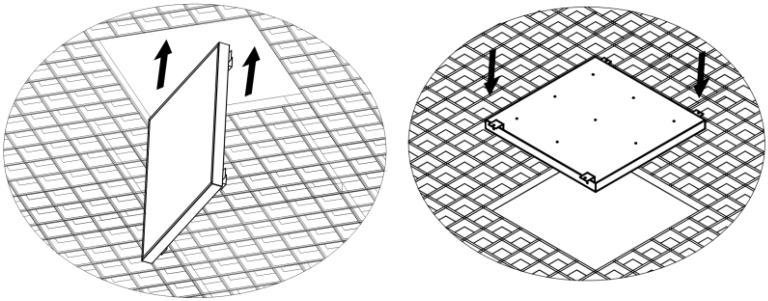

Рисунок 6 - Установка светильника Geniled Офис Грильято в навесной потолок.
5.5. Заведите светильник в нишу потолка «Грильято» (Рисунок 6).
5.7. Положите светильник внутрь ячейки «Грильято» (Рисунок 6). Убедитесь, что светильник надежно установлен, проверьте подключение.